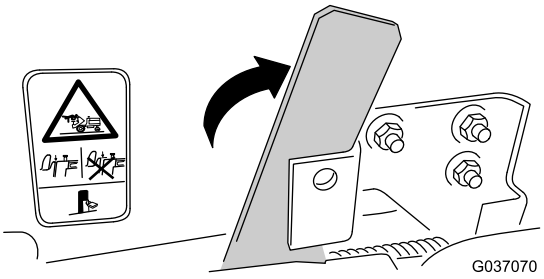
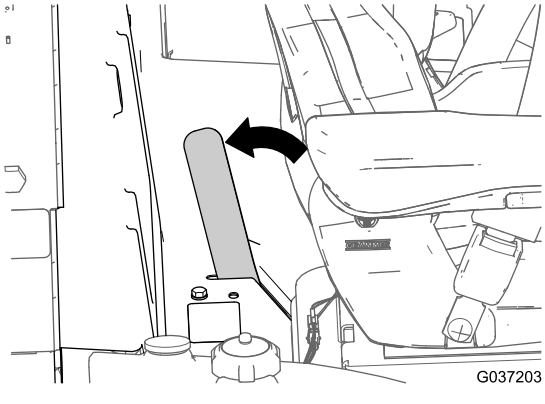

Figuur 39
Figuur 40
3. Laat het platform volledig neer en beweeg de handgreep van de grendel naar de achterkant van de maaimachine (Figuur 39 of Figuur 40) totdat de haken van de grendel de grendelstaaf helemaal vastgrijpen.